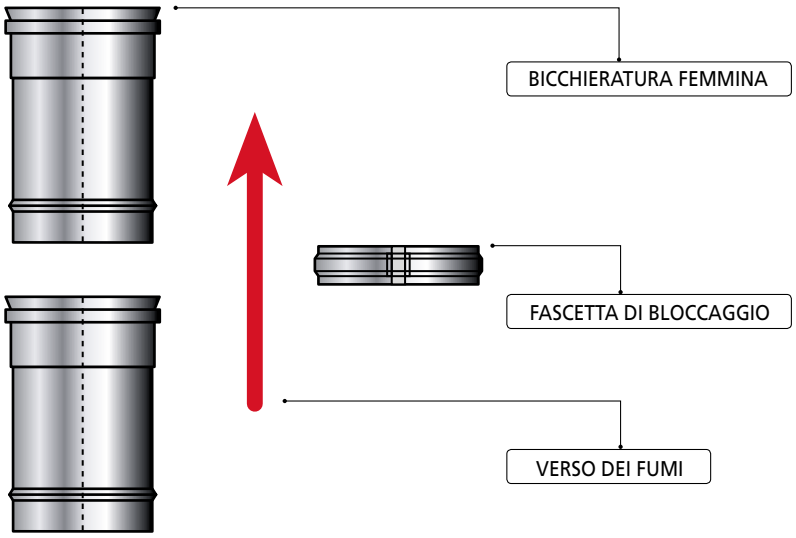

FIGURA 1
I sistemi AN PLUS 04, AN PLUS 05, AN PLUS 06, AN PLUS 08, AN PLUS 10, AN PLUS 304 04, AN PLUS 304 05, AN PLUS 304 06, AN PLUS 304 08, AN PLUS 304 10 sono realizzati con giunti a bicchiere di tipo maschio / femmina su nervature autocentranti ed antischiacciamento (**figura 1**).
- Installare gli elementi seguendo il senso dei fumi indicato sull'elemento con un'apposita freccia, ovvero con il bicchiere femmina rivolto verso l'alto, per evitare la fuoriuscita di condensa (**figura 1**).